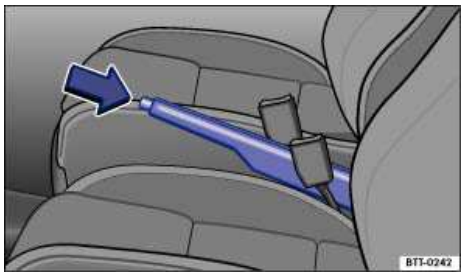

Fig. 125 Between the front seats: Parking brake.
- Pull the lever up slightly and press the release button ⇒ fig. 125 (arrow).